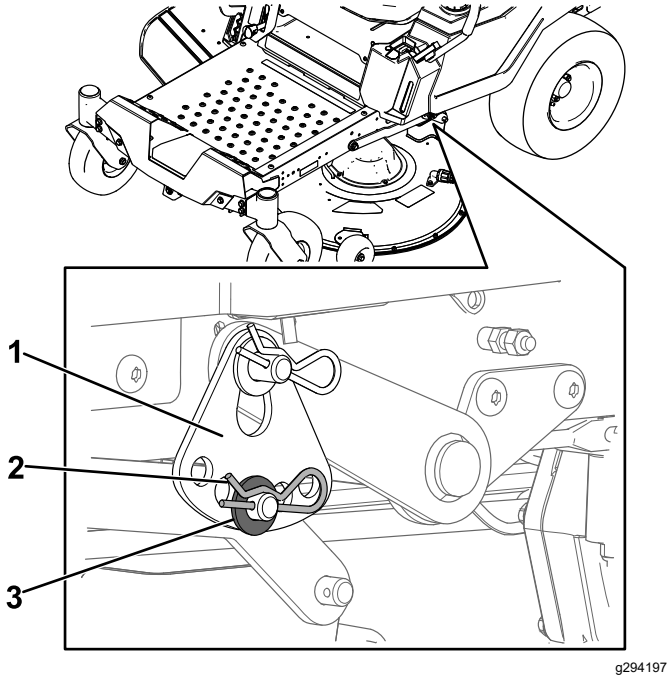

Figure 70
6. Retirez la goupille fendue et la rondelle de l'axe inférieur du bras de levage (Figure 70).